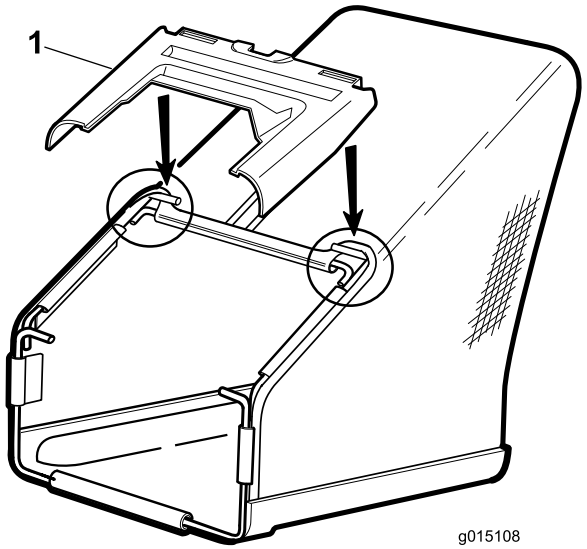

Figura 5
3. Installate il coperchio di plastica sul telaio del cesto come mostrato in Figura 5.